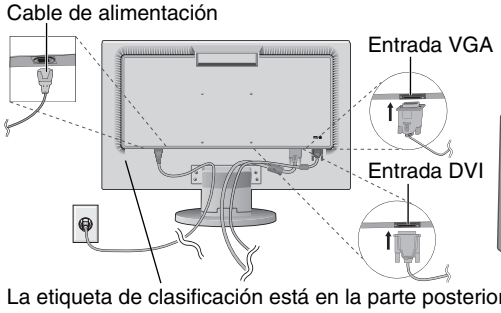

Figura B.1
3. Conecte el mini D-SUB de 15 clavijas del cable de señal de vídeo y el cable de audio al conector adecuado en la parte posterior del monitor (**figura B.1**).